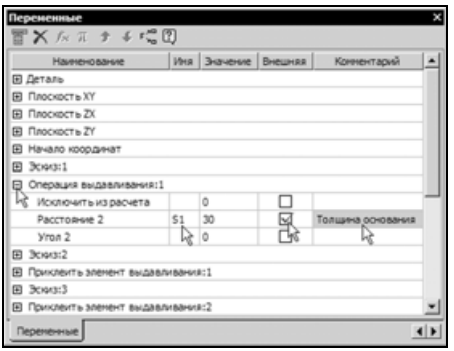

Рис. 5.156
- В окне **Переменные** откройте уровень элемента **Операция выдавливания:1** щелчком на кнопке "плюс" слева от его названия (рис. 5.156). Откроется таблица параметров данного элемента.